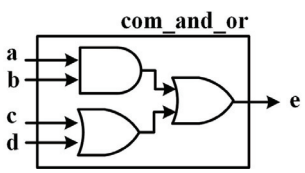
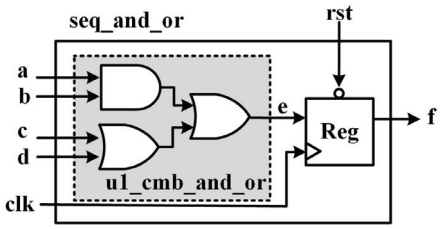
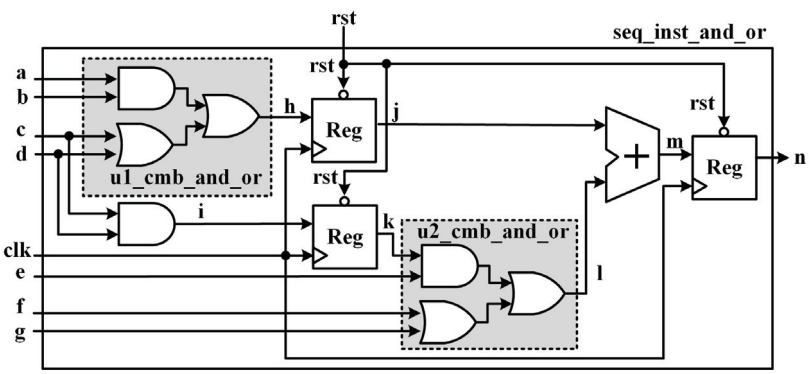

FIGURE 5.9
FIGURE 5.10
FIGURE 5.11
1) Design a combinational circuit named "com_and_or" with an AND gate and two OR gates as shown in Figure 5.9. The design should have single-bit input and output.
1) Using the project presented in Figure 5.9 as a submodule, design a sequential circuit that comprises an instantiation of this submodule along with a register, as depicted in Figure 5.10. The name of the design module is "seq_and_or", and all the IOs are single-bit signals. The register can be triggered by falling reset edges and rising clock edges.
1) Using the project in Figure 5.9 as a submodule, design a sequential circuit named "seq_inst_and_or". The sequential circuit should include two submodule instantiations (each consisting of a combinational AND-OR circuit), a single-bit adder, and three registers as depicted in Figure 5.11. All the IOs are single-bit signals. The register can be triggered by falling reset edges and rising clock edges.